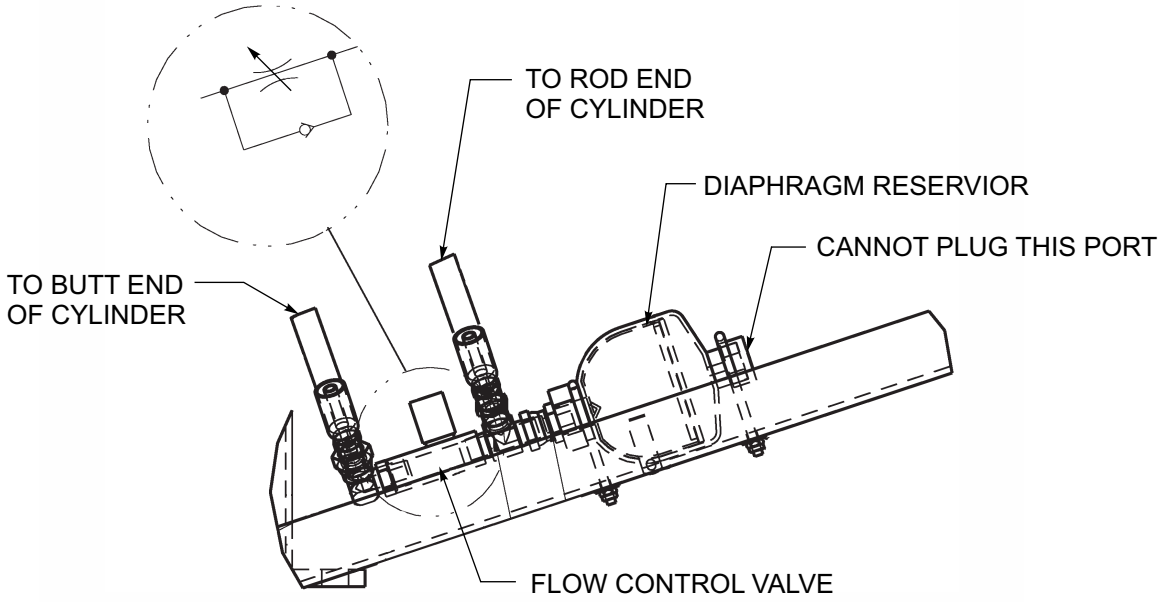

Figure 4-2: Flow Control Valve Installation
1. Make sure flow control valve and diaphragm reservoir are plumbed correctly **(See Figure 4-2.)** Open flow control valve. With cylinder retracted, connect a hydraulic tank that can be pressurized to tee at butt end of cylinder. Crack open fitting at diaphragm reservoir to let air out. Apply air pressure to hydraulic tank to force hydraulic oil through the hoses. When oil starts coming out of fitting at diaphragm reservoir, crack open fitting at rod end of cylinder and slowly extend rod of cylinder. When oil starts coming out fitting at cylinder close fitting at diaphragm reservoir and crack open other fittings at flow control valve to get air out of them. Allow oil to come out of them for a half minute, then close all fittings.
a. Make sure flow control valve is installed as shown in **Figure 4-2.**
b. Make sure hoses go to correct locations as shown in **Figure 4-2.**